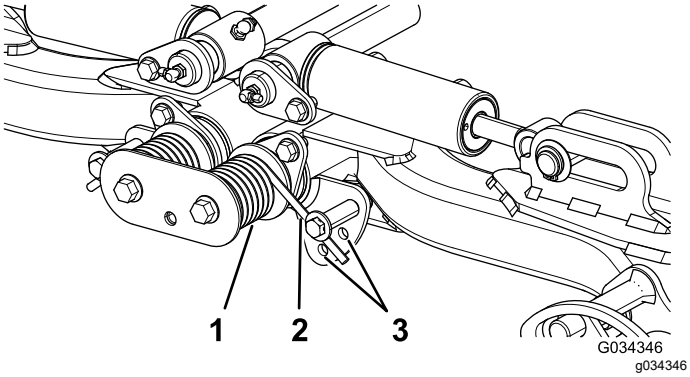

**Figur 38**
2. Sätt i ett rör eller liknande i den långa fjäderänden för att minska fjädrarnas spänning under justeringen (Figur 38).
3. När du minskar fjädrarnas spänning ska du ta bort skruven och låsmuttern som håller fast fjäderdonet på fästet (Figur 38).